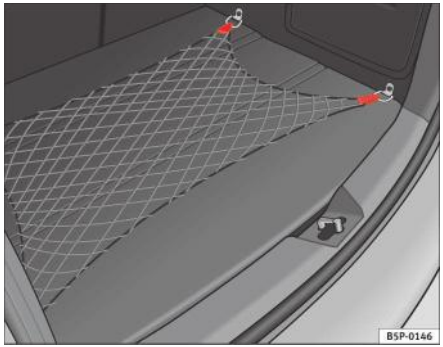

Fig. 106 Plasa de fixare
– Pentru a monta plasa de fixare, folosiți inelele de ancorare situate pe părțile laterale ale portbagajului ⇒ fig. 106.